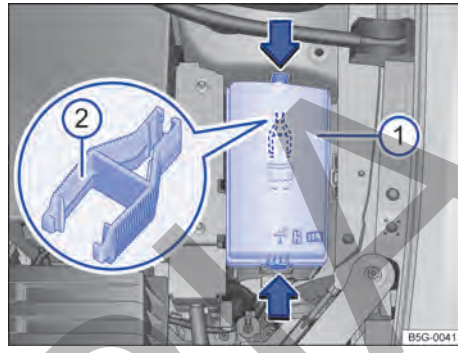

Fig. 171 En el compartimiento del motor: cubierta ① de la caja de fusibles con pinza de plástico ②.
– Presionar las trabas en el sentido de la flecha → fig. 171 ①, para desbloquear la cubierta de la caja de fusibles.
En el lado interno de la cubierta de la caja de fusibles en el compartimiento del motor puede haber una pinza de plástico → fig. 171 ② para retirar los fusibles.